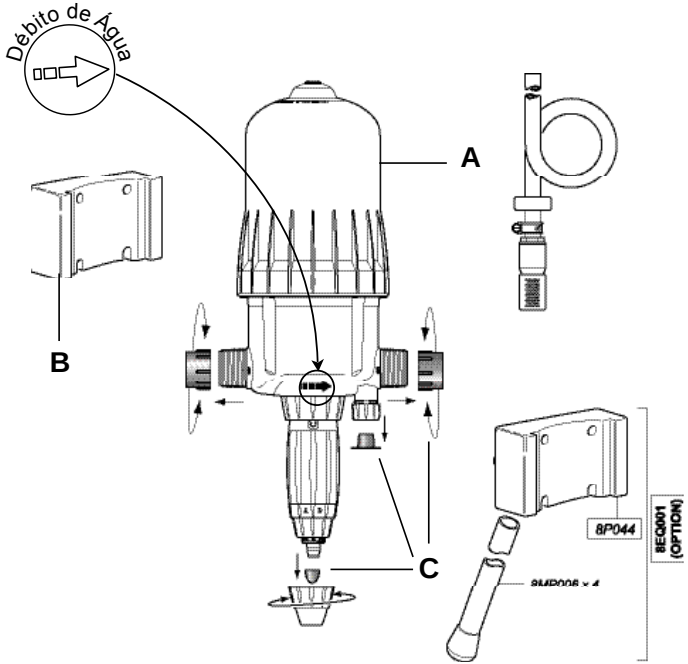

Fig. 1
- Inserir os encaixes em cauda de andorinha do Dosatron (**Fig. 1-A**) no suporte mural (**Fig. 1-B**).
- Retire as tampas de protecção (**Fig. 1-C**) que fecham os orifícios do seu DOSATRON antes de o ligar à rede de água.